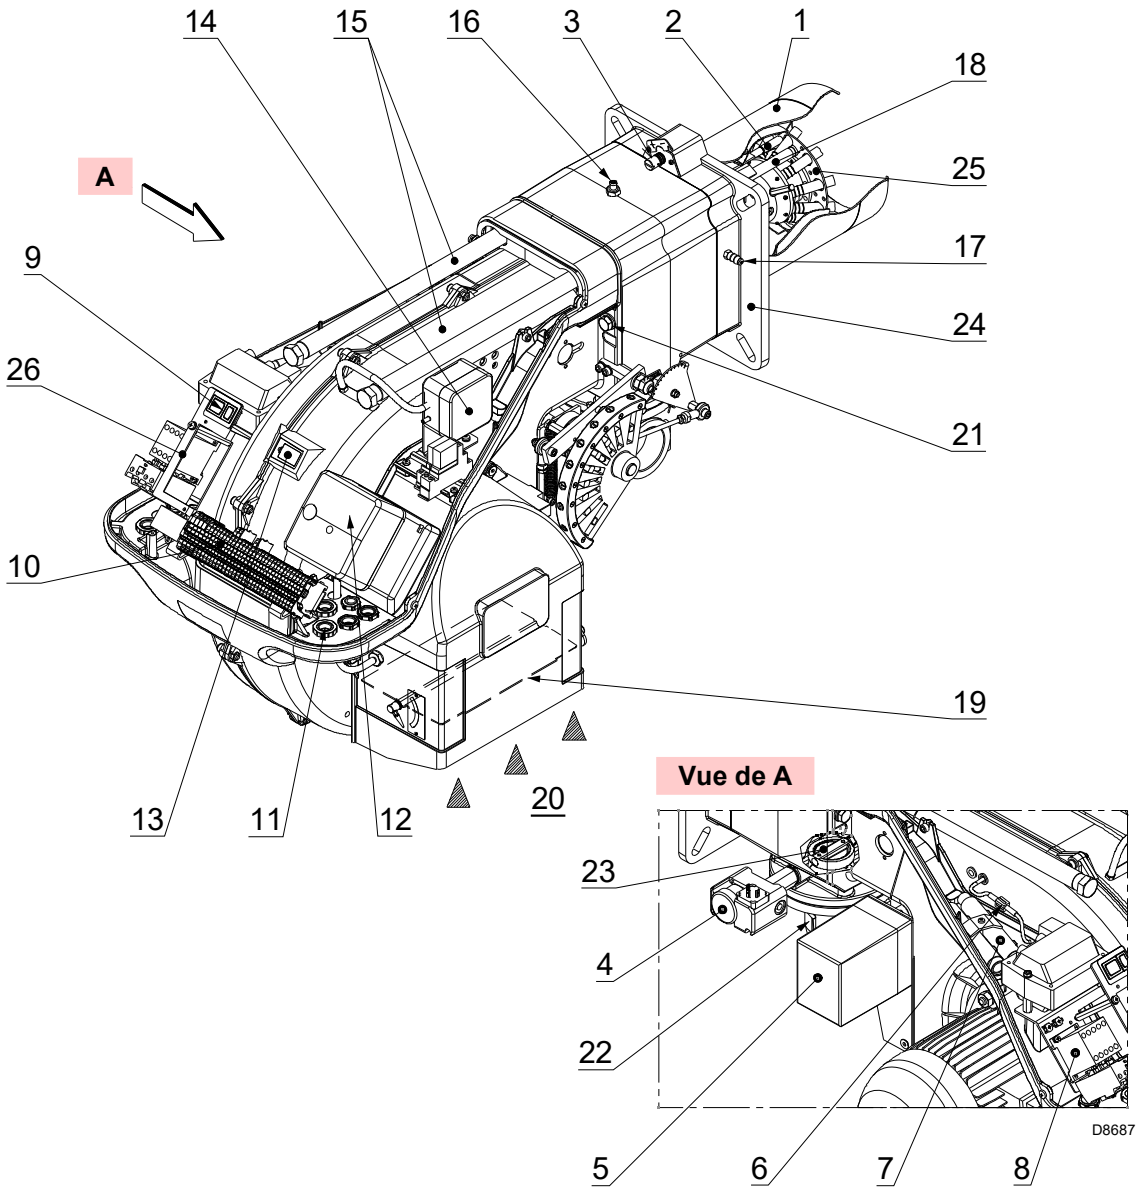

Fig. 5
- Rallonges 7)(Fig. 5 à la page 12) pour guides 15) (uniquement pour la version à tête longue)